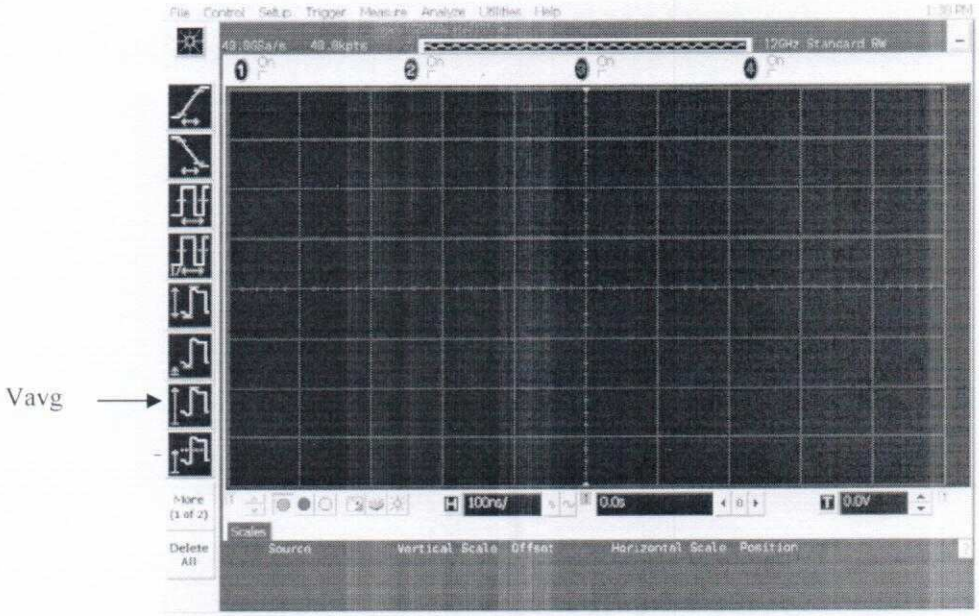

Рисунок 2
- нажать программную клавишу «Vavg» в левом нижнем углу экрана измерений (рисунок 2).
- нажать программную клавишу «Vavg» в левом нижнем углу экрана измерений (рисунок 2);